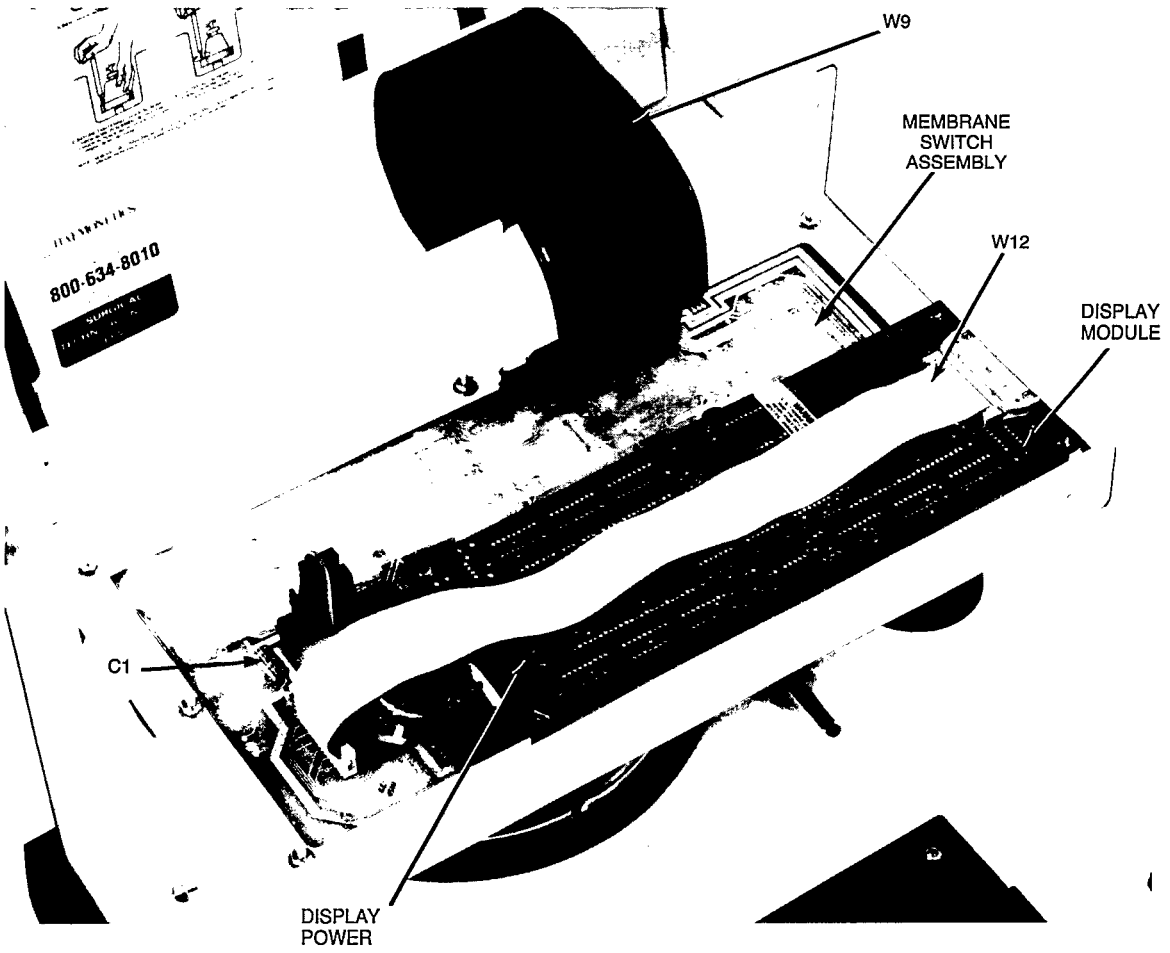

Figure 3-3, Display panel ready for testing
Step 1: Check display ribbon cable at card rack. (See Figure 3-3.)
f. Using digital voltmeter check the power supply voltage at the filter capacitor on the membrane assembly. Refer to Figure 3-3. Voltage should be 5.0 volts ±0.1 volts. If no voltage is found and other machine operations function correctly then the 60-pin ribbon cable (W9) or its connectors are defective.